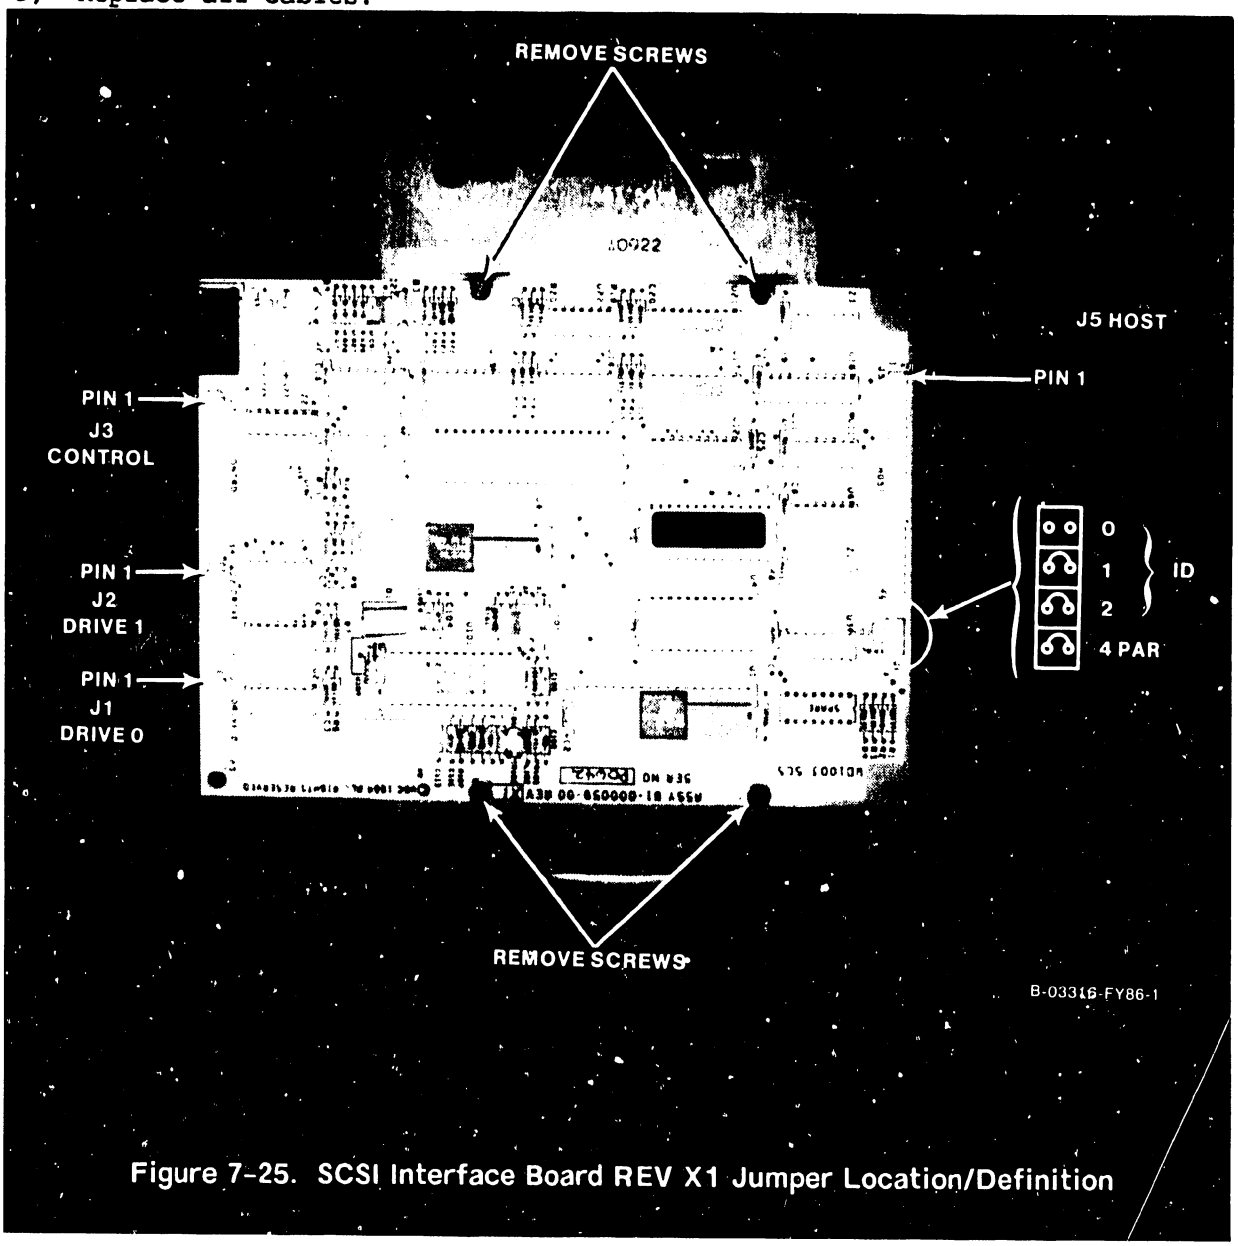
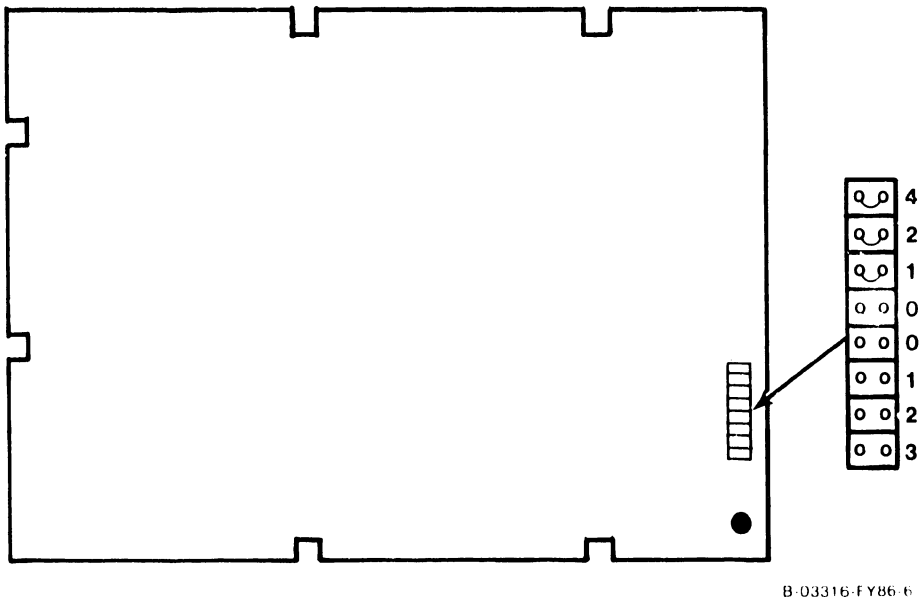

Figure 7-25. SCSI Interface Board REV X1 Jumper Location/Definition
Figure 7-25A. SCSI Interface Board Rev X0 Jumper Location/Definition
2) Prior to SCSI Interface replacement check interface for proper jumper positions (figure 7-25 SCSI Interface Rev X1 or figure 7-25A SCSI Interface Rev X0).